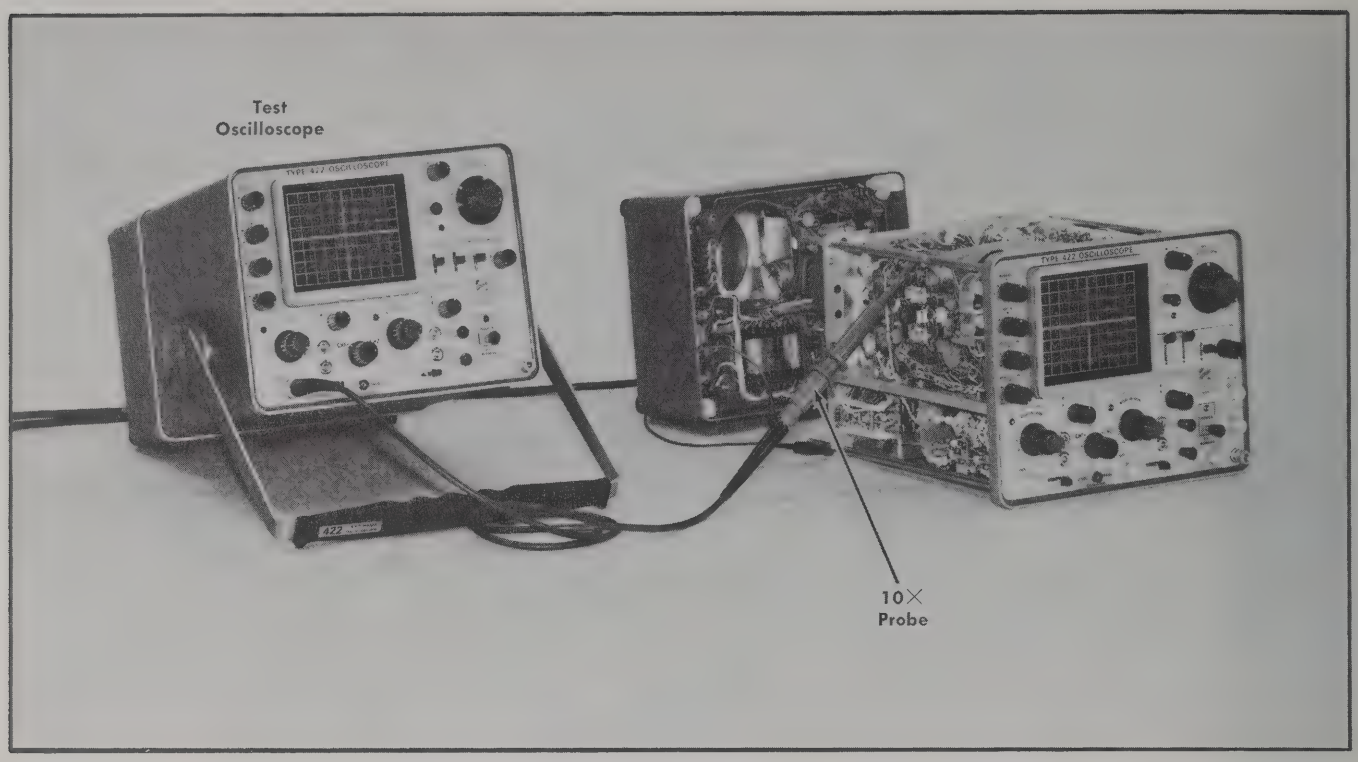

Fig. 6-15. Test equipment setup for step 11.
a. Test equipment setup is shown in Fig. 6-15.